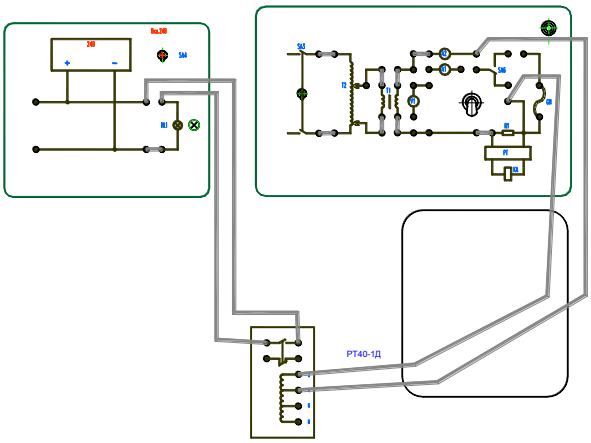

Рис. 5.3.
5.3.1. Собрать схему для исследования реле максимального тока типа РТ-40 (рис. 5.3.). Установить требуемую величину тока уставкиIуст., перемещая регулятор реле. Включить стенд, затем включить источник питания 24В одноименным тумблером. Включить ЛАТР и увеличивать ток нагрузки до момента срабатывания реле максимального тока (индикатор погаснет), зафиксировать величину тока срабатывания Iср. Затем уменьшить величину тока до момента отпускания реле (индикатор вновь загорится). Зафиксировать показания амперметра Iвозвр. Повторить опыт несколько раз при одном значении тока ус